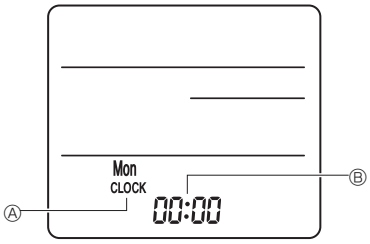

Fig. 6-9
3) Configuración (Ajuste del reloj) (Fig. 6-9)
① Inserte las baterías o pulse el ● CLOCK botón con algún objeto puntiagudo. [CLOCK] (RELOJ) Ⓐ y [:] Ⓑ parpadean.
② Pulse el botón RESET ● con algún objeto puntiagudo.
③ Pulse el botón [^/v] para configurar la hora.